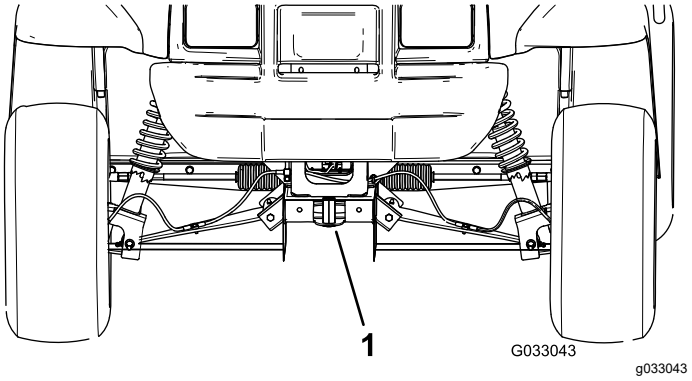

Figur 23
- Lyftpunkten framtill på maskinen sitter på ramens framsida under dragöglan (Figur 23).